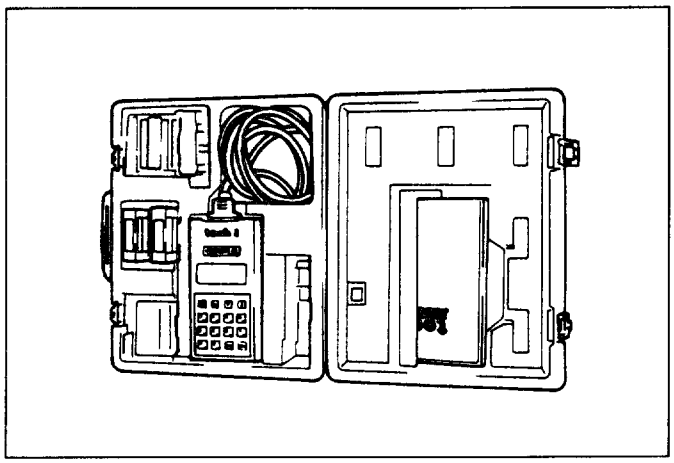

Fig. 5A4-4
- TECH 1 is a hand-held tester (Fig. 5A4-4). Connected to the Data Link Connector (DLC) installed in the vehicle, it communicates with ABS control unit (EBCM), thereby conducting various diagnoses and tests.